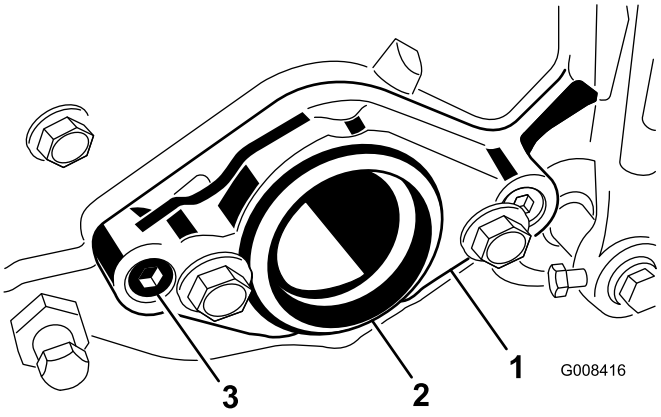

**Figura 3**
6. Retire los 2 tornillos allen que sujetan el soporte del motor al extremo derecho de la unidad de corte, y retire el soporte del motor (Figura 3).